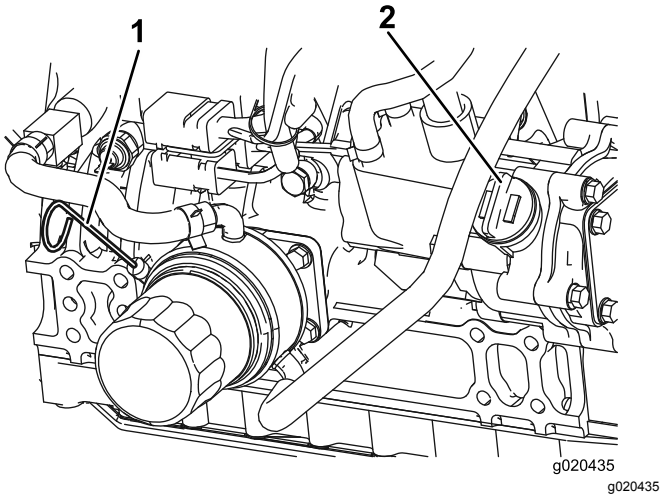

**Figur 53**
**Obs:** Oljenivån ska ligga inom de säkra markeringarna (Figur 53).
4. Om oljenivån ligger under den säkra markeringen tar du av påfyllningslocket (Figur 53) och fyller på olja tills nivån når markeringen ”Full”. **Fyll inte på för mycket.**